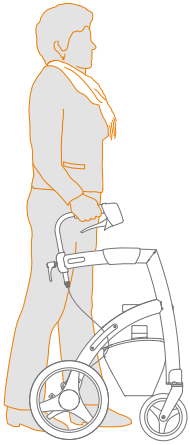

Figure 18: Walk upright close to the rollator.
b. While walking, stand in between the handles and, if necessary, lean on the Rollz Motion. This way you walk as close as possible to the walker, which offers the most support **(Figure 18)**.